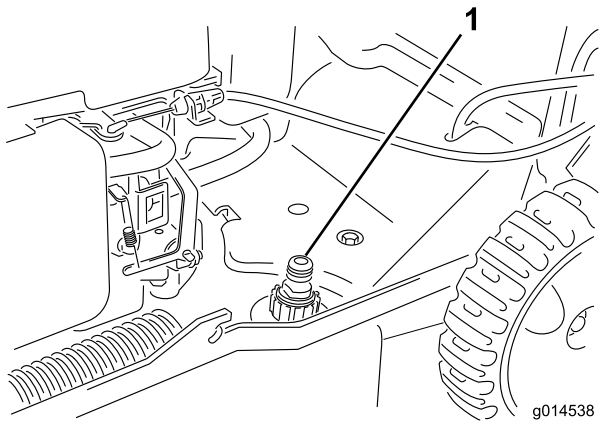

Figuur 25
3. Bevestig een tuinslang die aangesloten is op een kraan aan de wasaansluiting op de machinebehuizing (Figuur 25).